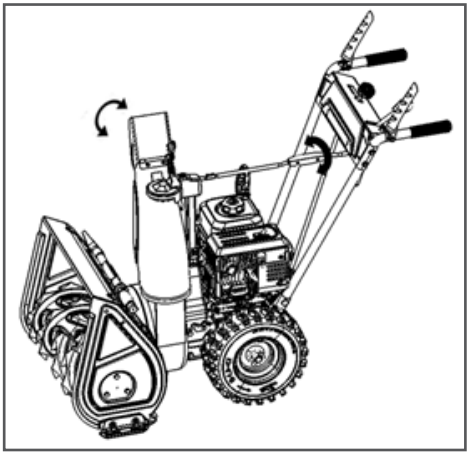

Рис. 17 Поворот желоба
3. Установите направление выброса снега через желоб, повернув желоб на требуемый угол (Рис. 17).